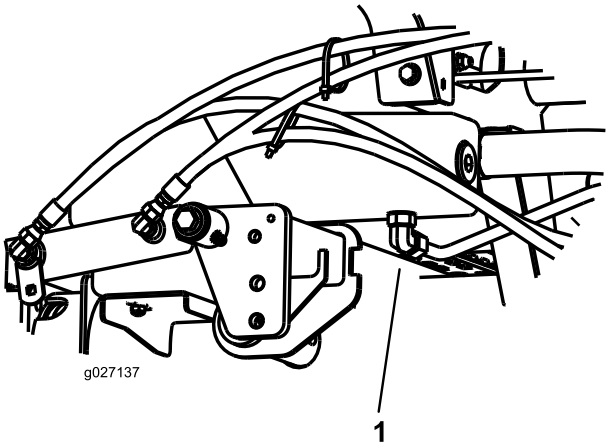

Figur 71
2. Anbring en stor bakke under stykket, der sidder i bunden af hydraulikvæskebeholderen (Figur 71).